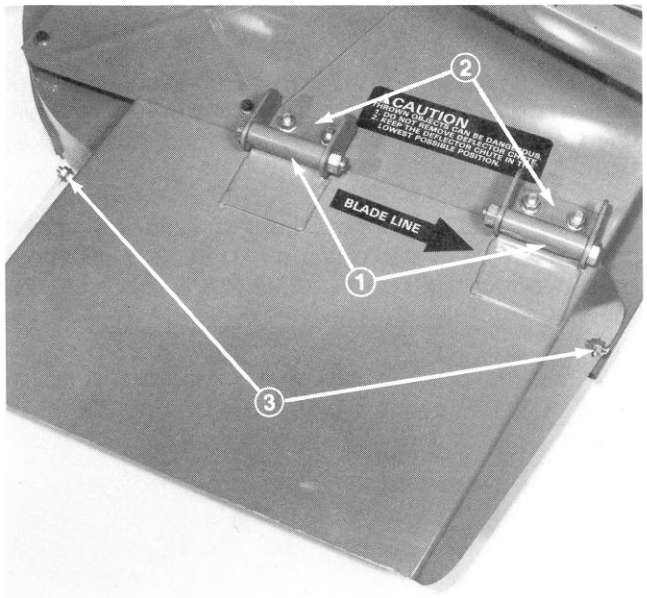

Figure 36
2. Remove two carriage bolts and flange nuts securing sides of deflector to cutting unit (Fig. 36).
3. Remove two capscrews, and locknuts securing deflector mounts to pivot brackets (Fig. 36).
4. To remove the pivot brackets, remove carriage bolts, lockwashers and nuts (Fig. 36).